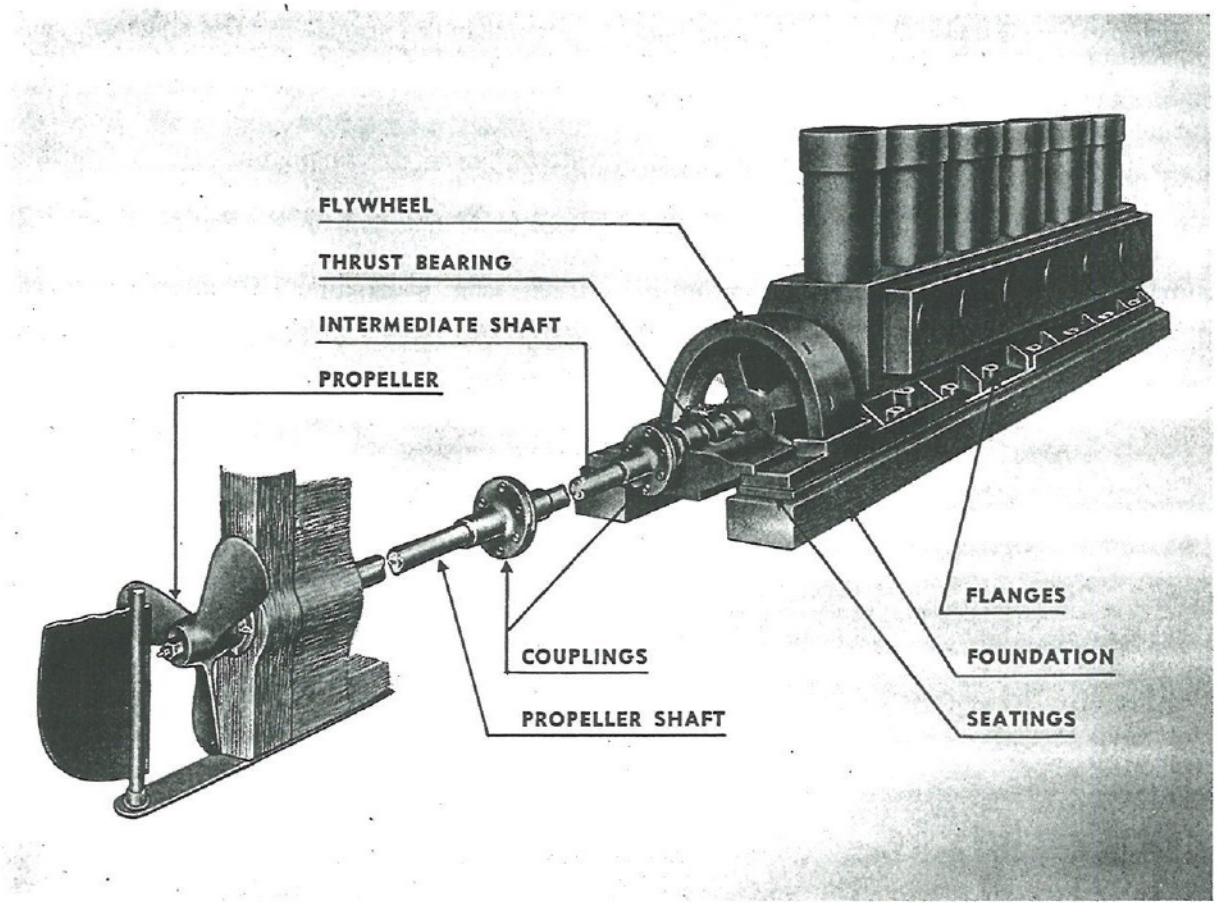

Fig. 10. Engine Installed in Vessel
7. FOUNDATION AND SEATING. In Fig. 10 a Diesel engine is shown installed in a ship. Each side of the engine base has a flange. These flanges are secured to the engine seating built on the top surfaces of the foundation, and they are a part of the ship's construction. The weight of the engine is spread over a large area.